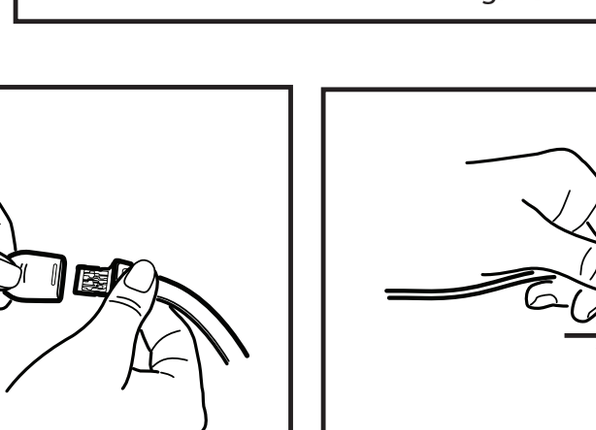

Fig. 4c
3. Consulte la **Fig. 4c.** Asegúrese de que la ventana del emisor (✳) quede alineada del lado directamente opuesto al detector en la parte superior del dedo. Verifique que haya quedado en la posición correcta y vuelva a posicionarlo si es necesario.